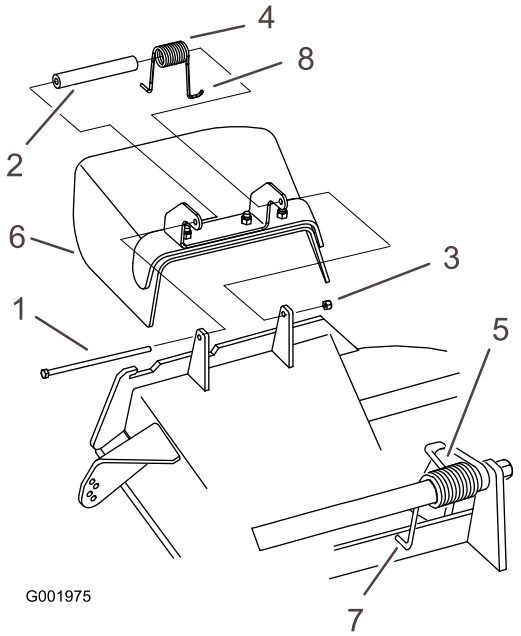

Figur 60
1. Ta bort låsmuttern, skruven, fjädern och distansbrickan som håller fast gräsriktaren på tappfästena (Figur 60). Demontera den skadade eller slitna gräsriktaren.
Obs: Se till att fjäderns ena **J** ände sitter bakom däckkanten innan du monterar skruven i enlighet med Figur 60.
3. Montera skruven och muttern. Placera fjäderns ena **J** krokformade ände runt gräsriktaren (Figur 60).